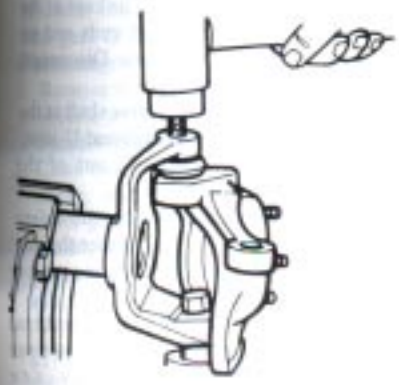

FIG. 5 Knuckle Removal
7. Remove the knuckle from the yoke. (Fig. 5).